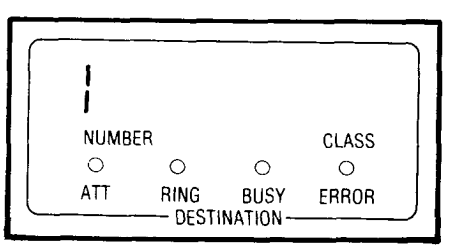

Fig. 364-3
- DESTINATION display shows room status code "1" (Fig. 364-3)